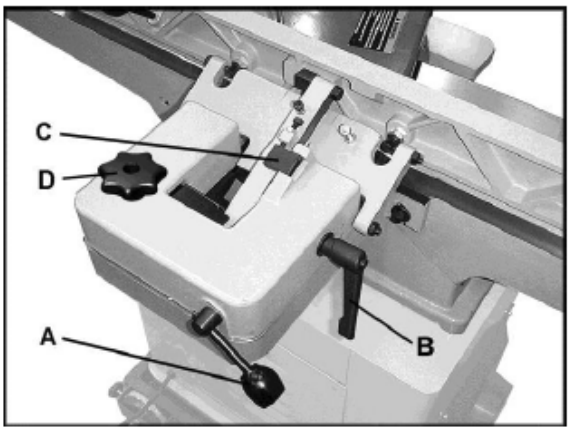
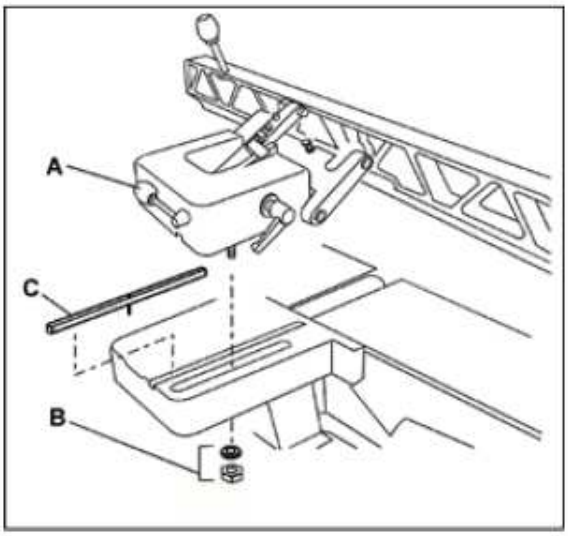

Рис. 8
Рис. 9
Чтобы переместить упор вперед или назад поперек стола, ослабьте ручку фиксации (A, Рис. 8), затем крутите круглую ручку (D). Когда упор будет установлен в нужное положение, плотно затяните ручку фиксации (A, Рис. 8).
ПРИМЕЧАНИЕ: Ручку фиксации (A, Рис. 8) можно установить в более удобное положение. Для этого ослабьте шестигранную гайку под литым основанием упора (B, Рис. 9), установите ручку в нужное положение и снова затяните шестигранную гайку.
- Ослабьте зажимную рукоятку (B, Рис. 8).
- Поставьте угломерное устройство на стол вплотную к упору. Наклоните упор на нужный угол и затяните зажимную рукоятку (B, Рис. 8), чтобы зафиксировать упор в установленном положении.
- Выщелкните стопорный блок (C, Рис. 8).
- Наклоните упор на нужный угол и затяните зажимную рукоятку (B, Рис. 8), чтобы зафиксировать упор в установленном положении.
3. Сместите узел упора до конца назад или полностью снимите его со станка. Ослабьте ручку фиксации (A, Рис. 9) и открутите 2 шестигранные гайки с шайбами (B, Рис. 9), придерживая упор на кронштейне. Снимите узел упора.